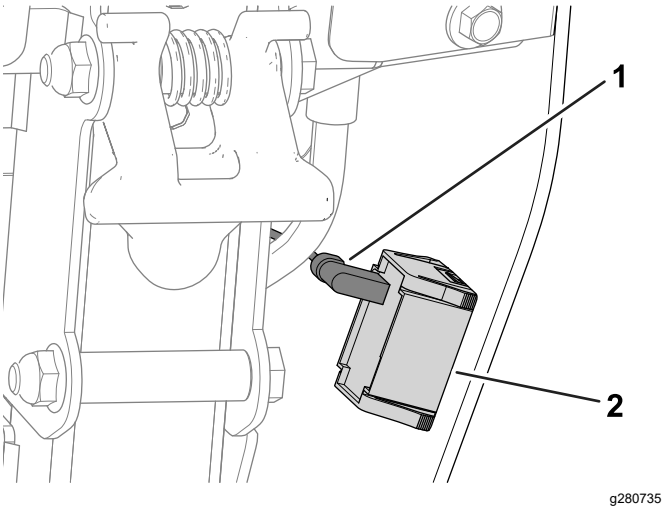

Figur 40
A. Kobl ledningsnetstikket fra timetælleren (Figur 40).